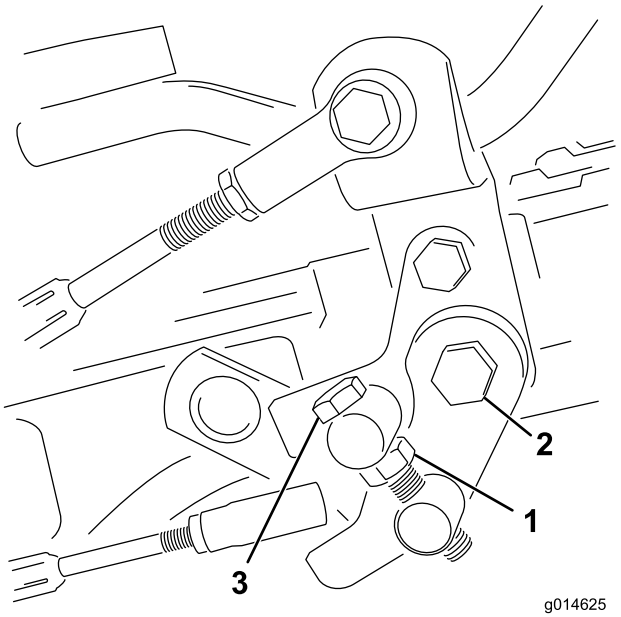

Figur 48
1. Løsne låsemutteren på vuggetappbolten (Figur 48).
4. Stram låsemutteren på vuggetappbolten og mutteren på pedaltappen for å låse justeringen (Figur 48). Sjekk justeringen, og juster etter behov.